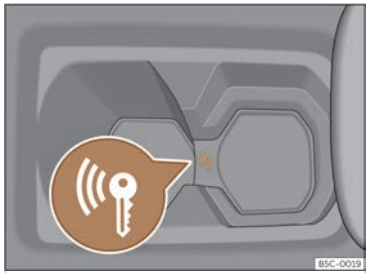

Fig. 113 A la consola central: arrancada d'emergència.
- Immediatament després de pressionar el polsador d'arrencada, poseu la clau al portabegudes de la consola central ››› **fig. 113**, al més a prop possible del logotip *Kessy*.